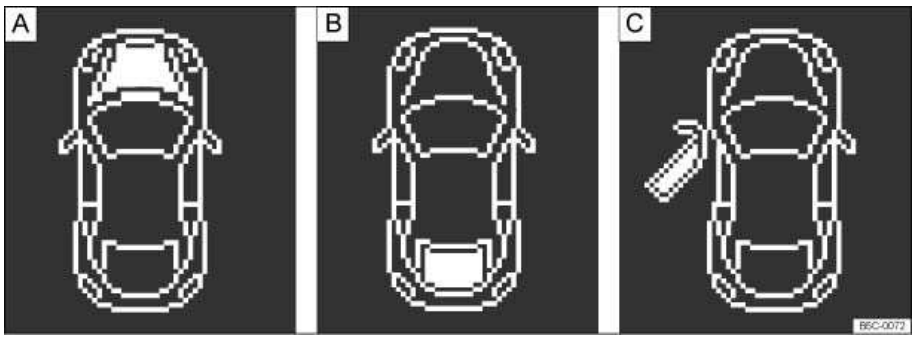

Fig. 15 In the instrument cluster display: A: Open engine hood, B: Open luggage compartment lid, C: Open driver door.
- Open door, engine hood, or luggage compartment lid ⇒ fig. 15